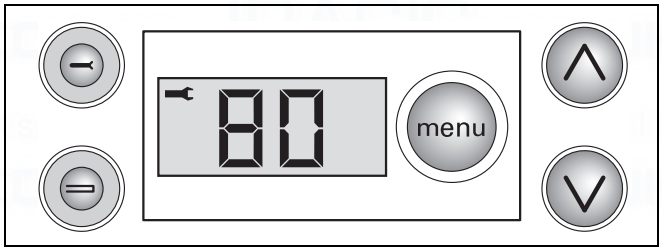

fig. 55 DBA with open-end spanner
- Set the boiler to partial load by pressing the service button "A" once. A symbol of an open-end spanner "F" appears in the upper left hand corner of the display (see fig. 55).